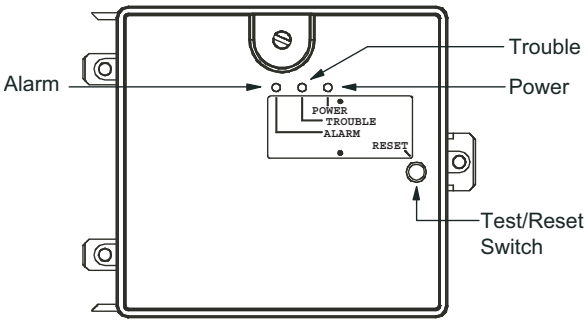

**Fig. 40 — Controller Assembly**
- The contacts on the controller's supervisory relay switch positions (see Fig. 40).